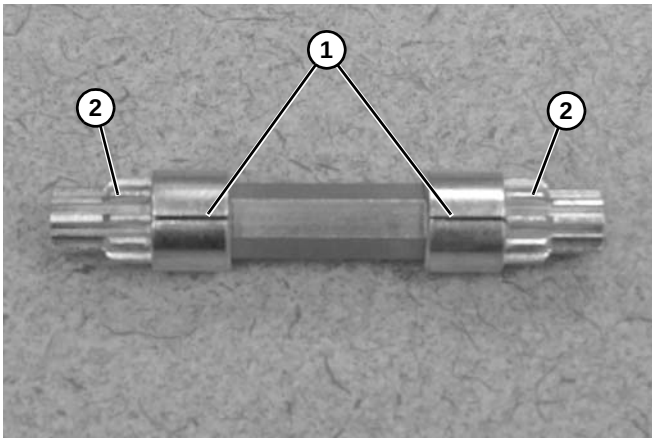

Abbildung 100
5. Beim Zusammenbau sicherstellen, dass die Linien **(Abbildung 100, Teil 1)** auf dem Zahnradseitengetriebe **(Abbildung 100, Teil 2)** ausgerichtet sind.